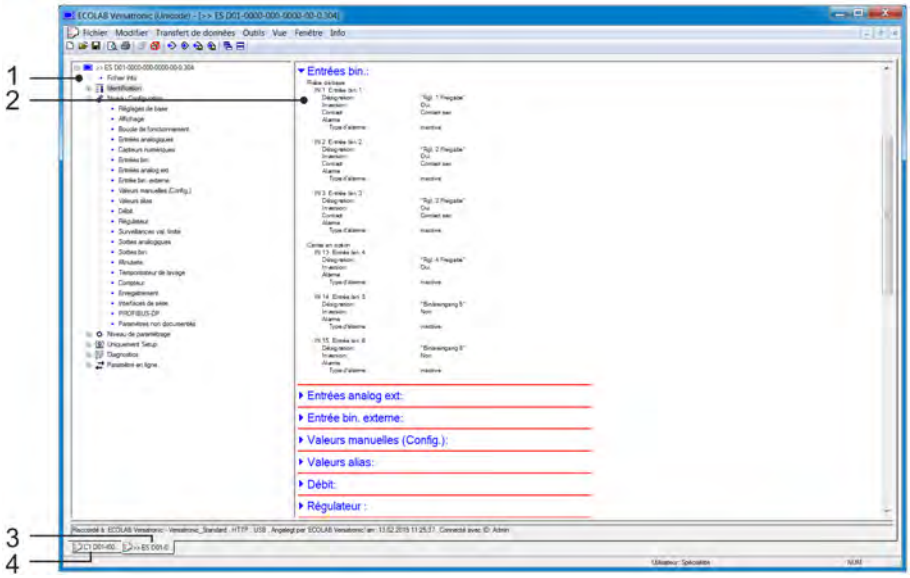

Fig. 104: Modifier le fichier de configuration
1. Positionnez le pointeur de la souris entre deux groupes d'icônes (voir Fig. 104 .)